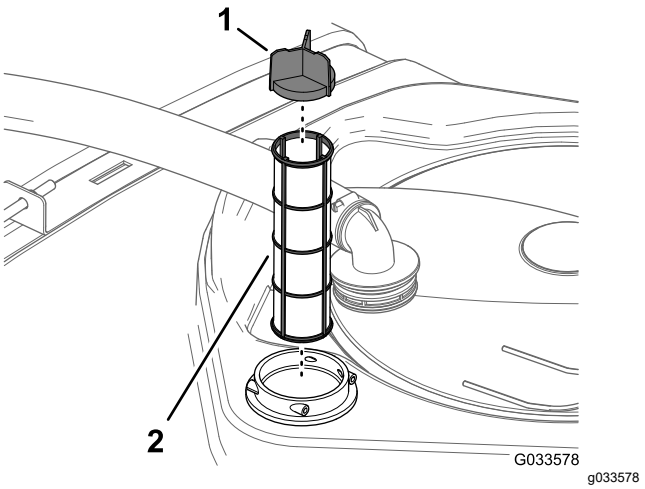

Figura 50
4. Retire el filtro de aspiración del alojamiento del filtro del depósito (Figura 50).